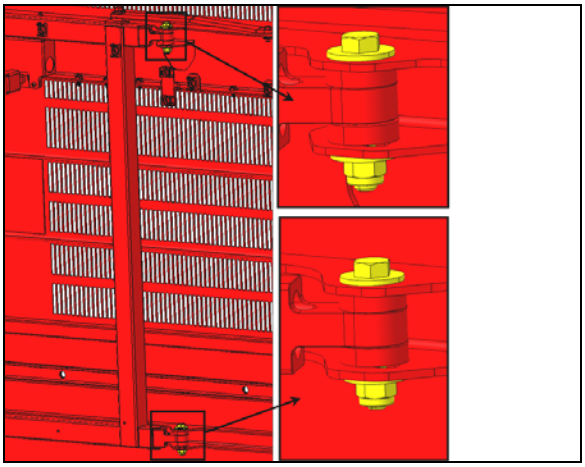

FIGURE 47:
4. Si la position verticale est hors tolérance, vous pouvez ajuster la porte en utilisant le jeu aux points d'attache entre les bras et la porte (**FIGURE 47:**).